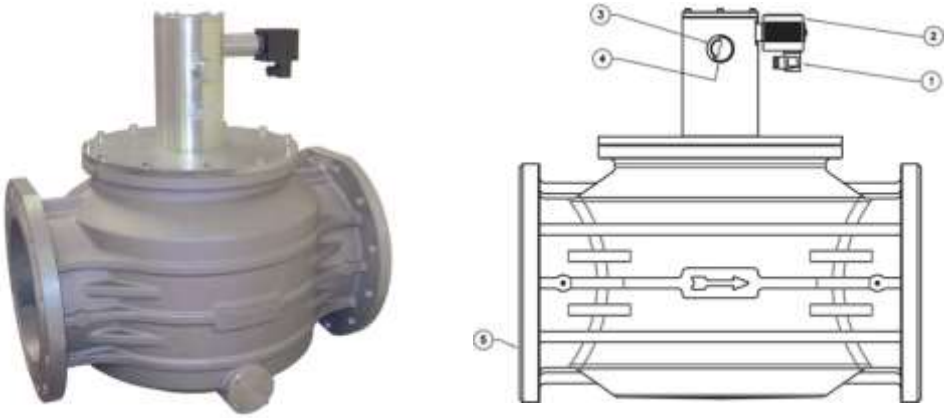

Рис. 6
Клапан (Рис. 6) состоит из: рукоятка механизма возврата (3); защитный колпачок (4); соленоид (2); электрический коннектор (1); корпус (5)